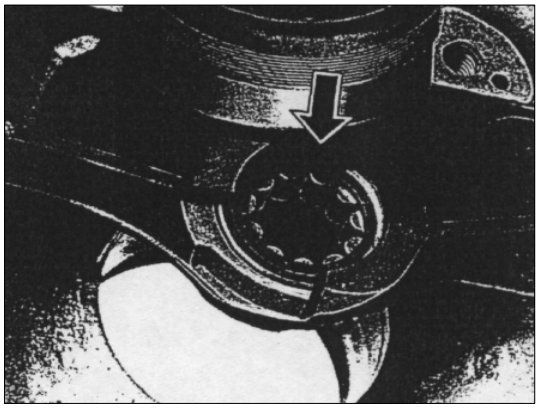

РИС. 321
14) Снимите наружное кольцо цилиндрического роликового подшипника ведущей шестерни главной передачи (см. рис.321).